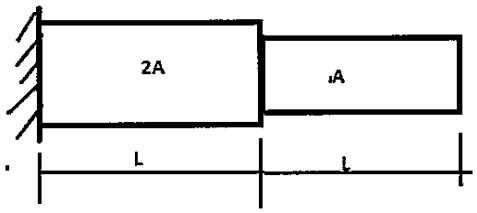

Figure 5
Q9) Find the natural frequencies of longitudinal vibrations of the same stepped shaft of area A and 2A of equal length(L) using consistent and lumped mass matrix method and compare the results. Refer figure 5. **[16]**